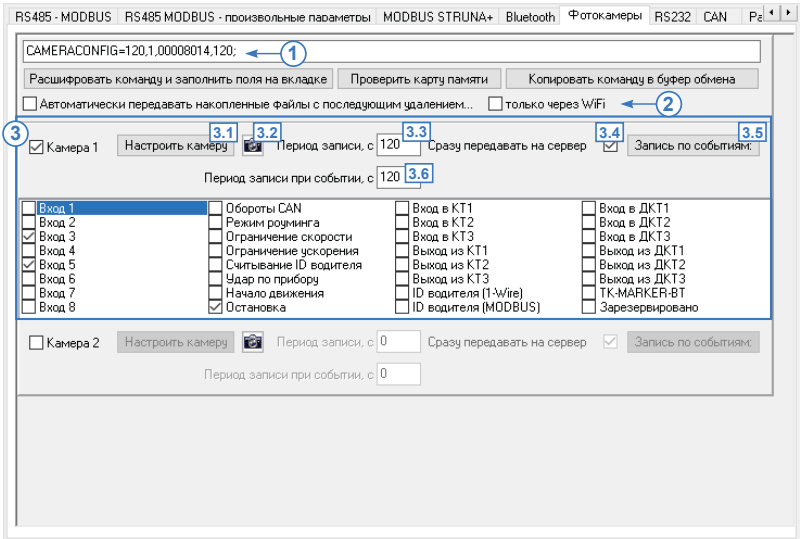

Рис.49. Вкладка «Фотокамеры».
- установить сетевой адрес камеры. Для этого – нажать кнопку «Настроить камеру» **(Рис.49, п. 3.1)**. Камере автоматически будет присвоен адрес, соответствующий ее порядковому номеру: Камере 1 будет присвоен адрес 1, Камере 2 – адрес 2 и т. д.
- удостовериться, что камере присвоен нужный адрес, можно сделав пробный снимок. Для того чтобы сделать пробный снимок, необходимо нажать кнопку «Сделать снимок» **(Рис.49, п. 3.2)**. Снимок будет записан в дополнительную память прибора «АвтоГРАФ». Статус выполнения отображается в окне состояния программы.
- в поле «Период записи, с» **(Рис.49, п. 3.3)** задать период, с которым прибор будет записывать снимки с камер. Период следует задавать в секундах.
- включить опцию «Сразу передавать на сервер», если необходимо передавать снимки на сервер, сразу после получения с камеры **(Рис.49, п. 3.4)**.
- настроить запись фотоснимков по событиям, если необходимо. Снимки могут выполнятся по запрограммированным событиям бортового контроллера. Для этого необходимо нажать кнопку «Запись по событиям» **(Рис.49, п. 3.5)**, затем в появившемся списке событий прибора выбрать события, инициирующие принудительную запись снимка с настраиваемой камеры.
- в поле «Период записи при событии, с» **(Рис.49, п. 3.6)** задать отдельный период записи фотоснимков при событии. Период следует задавать в секундах. Запись фотоснимков, пока событии выполняется, может осуществляться как чаще, так и реже. Если не требуется изменять период записи во время события, необходимо задать значение, равное «Периоду записи» **(Рис.49, п. 3.3)**.